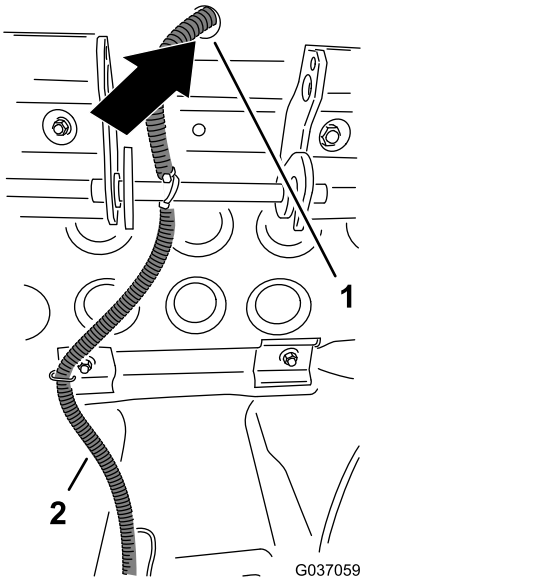

Figur 23
6. Før relédningssatsens kontakt med to sokler (hvite og svarte ledninger) gjennom hullet i plattformen plassert bak setet (Figur 23).
plattformen plassert bak setet. Se Figur 23 i Koble til releet og ledningssatsen (modell 02750) (side 9).